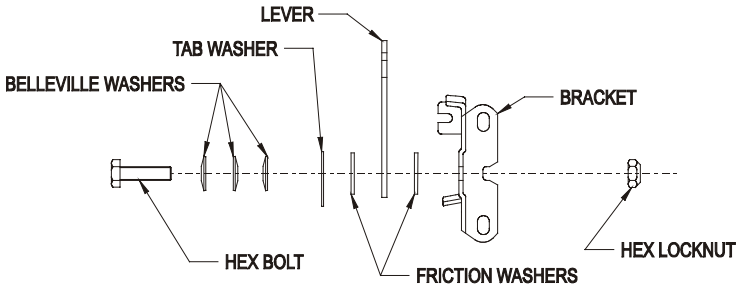

FIG. 15
b) Tension in throttle lever can be adjusted by adjusting the tightness of the lever pivot bolt, which is located under the console (See Figure 15).